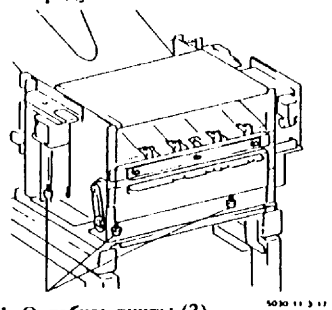
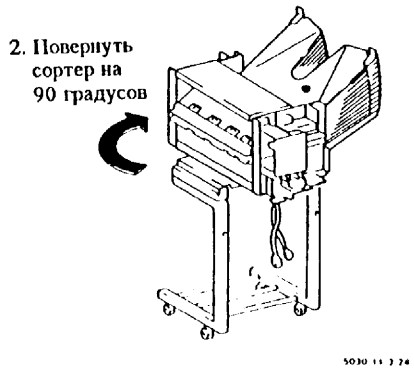

Рис. 7. Снятие сортера
Рис. 8. Снятие сортера
6. (Рис. 7), (Рис. 8): Снять сортер. Повернуть его на 90 градусов и положить .